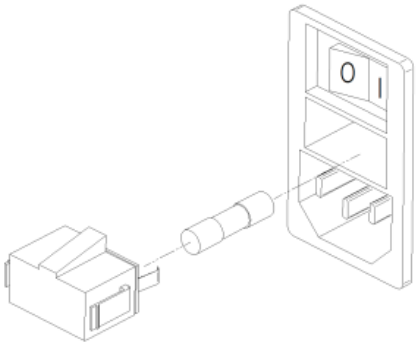

Figure 5.2: Model 3300 ELSD Fuse Block
2. Gently squeeze the side tabs of the fuse drawer and pull the fuse drawer straight out. Refer to **Figure 5.2** for details.